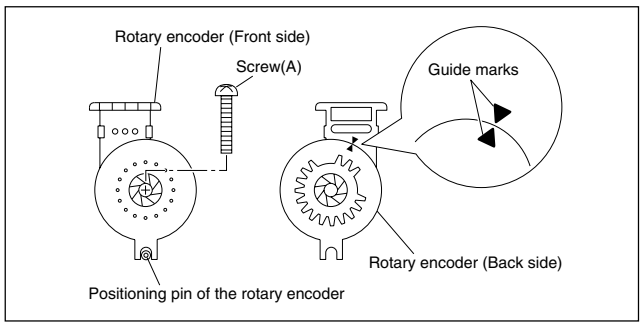
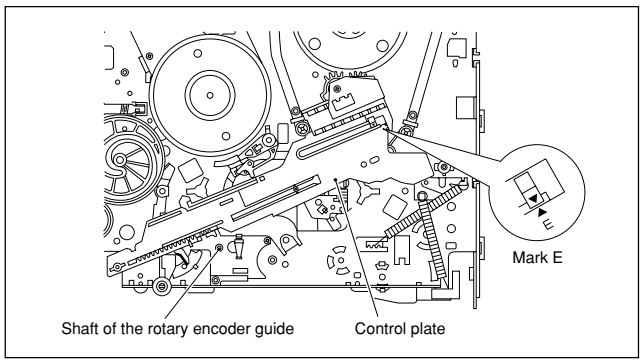

Fig. 2-2-10a
Fig. 2-2-10b
(1) Remove the screw (A) and remove the rotary encoder by pulling it up. (See Fig. 2-2-10a.)
(1) Make sure that the mark E of the control plate is in alignment with the mark ▼ of the loading arm gear shaft and bring the guide marks on the rotary encoder into alignment as indicated in Fig.2-2-10a. (See Fig. 2-2-10a and Fig. 2-2-10b.)
(2) Turn over the rotary encoder with its guide marks kept in alignment and install it by fitting on the shaft of the rotary encoder guide and the positioning pin.
(3) Tighten the screw (A) to complete the installation.